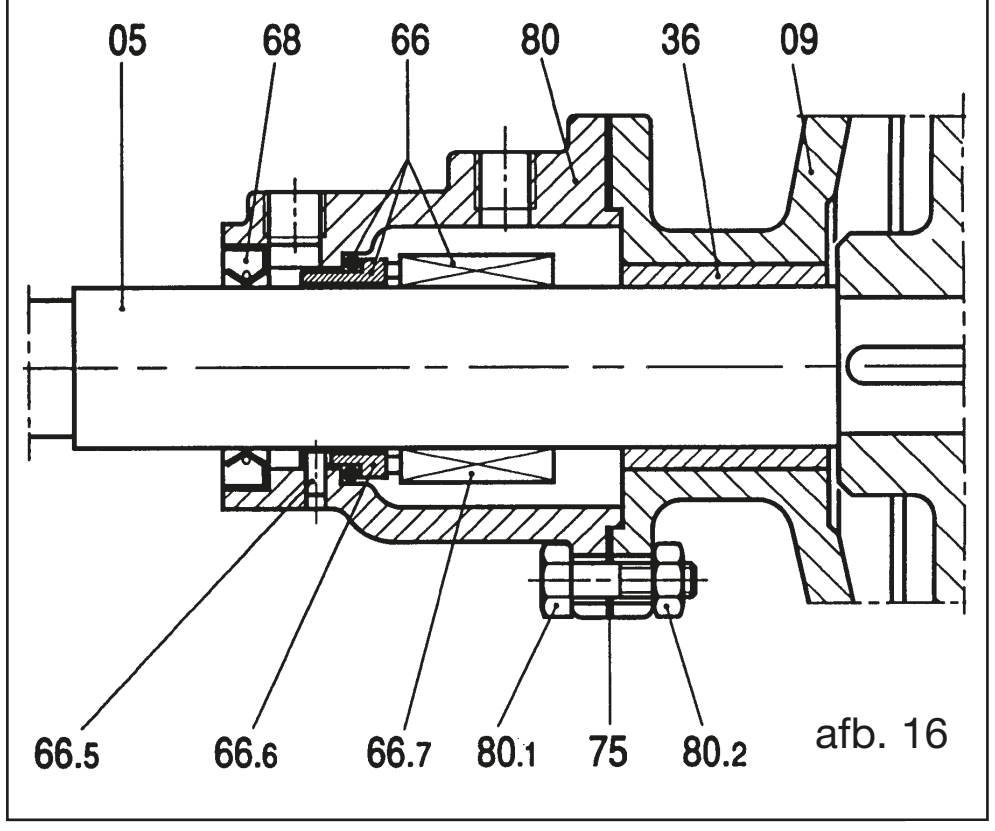

afb. 16
11.9 Verwijdering van de enkele mechanische afdichting ST4, ST5, ST6 (afb. 16)